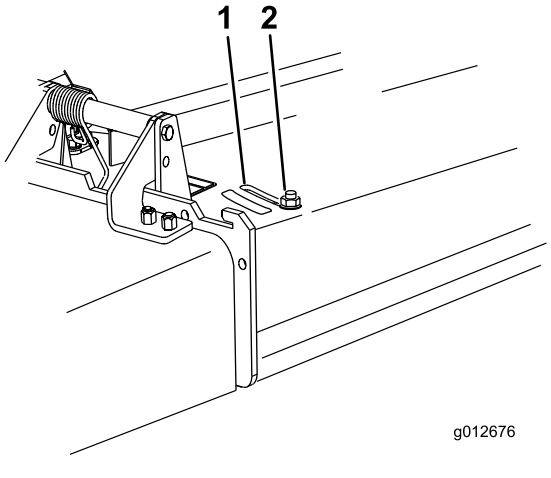

Figuur 22
3. Draai de moer los om de plaat te verstellen (Figuur 22).